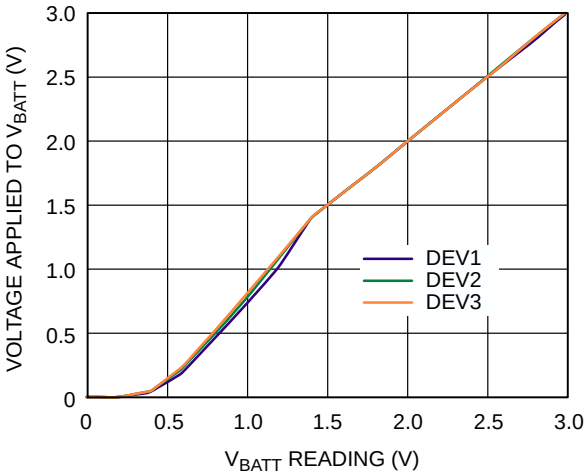

Figure 16. Applied Voltage vs. V_{BATT} Reading
4. Note that this specification does not apply if Pin 26 (V_{BATT}, +1.2V) is being measured in single-channel mode. See Figure 16 in the Typical Performance Characteristics section for V_{BATT} accuracy.